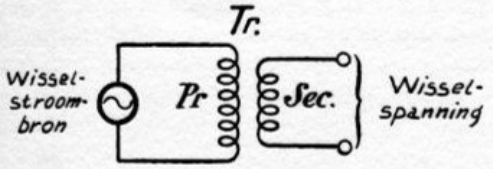

Fig. 46. De wisselstroom, die door de primaire wikkeling *Pr* loopt, induceert een wisselspanning tusschen de klemmen van de secundaire wikkeling *Sec.*
W. — De transformator is een oude bekende van je, van wien je echter den naam niet weet. Zoo noemt men namelijk twee door inductie gekoppelde spoelen. Nu, je weet, dat als door de eerste spoel een veranderlijke stroom loopt, in de andere spoel een stroom van denzelfden vorm wordt geïnduceerd. Als die tweede spoel „open" is (d. w. z. door geen enkelen weerstand is gesloten), zal er geen inductiestroom in loopen, maar alleen een inductiespanning ontstaan. Als dus door de eerste spoel (de *primaire wikkeling* genaamd) een wisselstroom loopt, zullen in de tweede spoel (de *secondaire wikkeling*) de electronen zich voortdurend verplaatsen in het rhythme van den induceerenden stroom en zoo overeenkomstige wisselspanningen veroorzaken tusschen de uiteinden van die wikkeling (fig. 46).